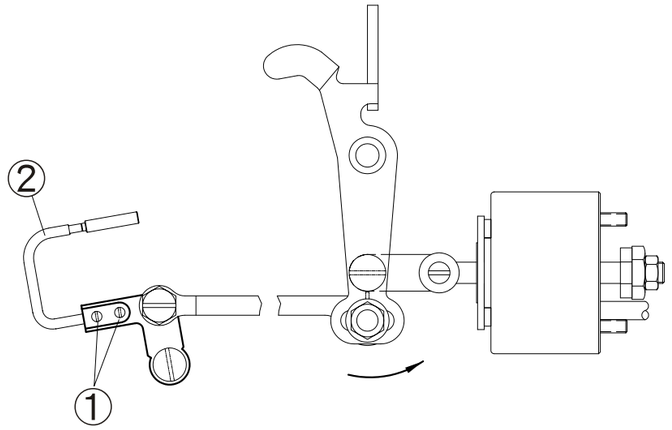

Fig. 40
4. Ajustar la palanca prensil de la lanzadera de hilo (Fig. 40)